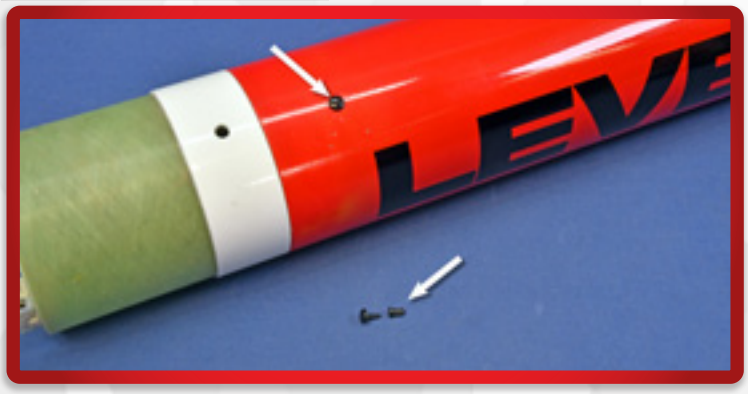

FIGURE 4 - RIVETS FOR ATTACHING THE E-BAY TO THE MAIN TUBE
**Rivets:** Small removable posts that lock a tube to either a coupler or nose cone shoulder (https://www.apogeerockets.com/Building_Supplies/Misc_Hardware/Removable_Plastic_Rivets). In rocketry, rivets are usually made from plastic. They are similar to fasteners, which are usually made from small screws (https://www.apogeerockets.com/Building-Supplies/Misc-Hardware/Aluminum-2-56-Tube-Fasteners-3-pk). The advantage of a rivet or fastener to hold the tubes together is that they can be easily disassembled when necessary. See Figure 4. For example, you may need to take the rocket apart to gain access to the e-bay, or to break a big rocket into smaller sections so you can transport it to/from the launch site. Tubes can also be held together with friction fit (tape on the outside of the coupler), or by wrapping tape over the outside of the joint between the tube tubes.